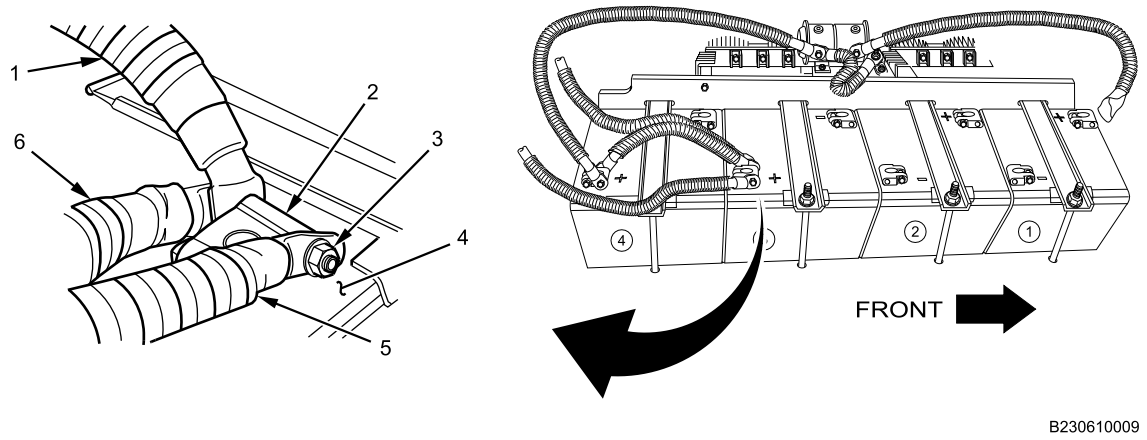

Figure 4. Battery 3 Positive Connections.
10. Remove nut (Figure 4, Item 3) from terminal bolt on positive stud adapter clamp (Figure 4, Item 2) of battery 3 (Figure 4, Item 4).
11. Remove starter power feed cable terminal (Figure 4, Item 5) from terminal bolt on battery 3 positive stud adapter clamp (Figure 4, Item 2).
12. Wrap loose end of starter motor feed cable terminal (Figure 4, Item 5) with electrical tape to prevent energizing circuit.
13. Remove terminal bolt, NATO power feed cable terminal (Figure 4, Item 1), and battery 3 positive-to-battery 4 positive jumper cable (Figure 4, Item 6) from battery 3 positive stud adapter clamp (Figure 4, Item 2).
14. Wrap loose end of NATO power feed cable terminal (Figure 4, Item 1) with electrical tape to prevent energizing circuit.
15. Remove battery 3 positive-to-battery 4 positive jumper cable (Figure 4, Item 6).